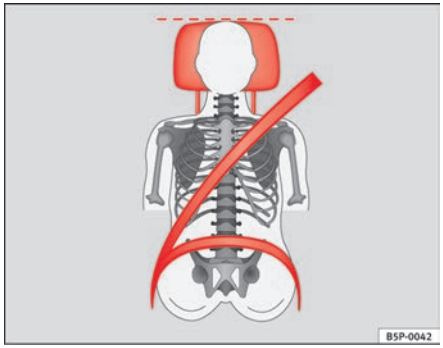
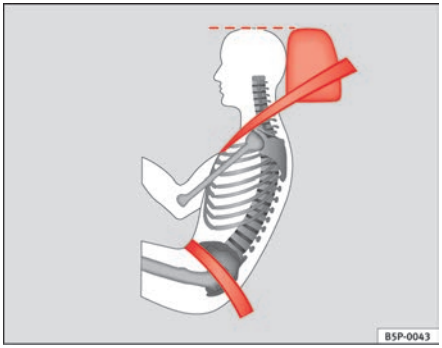

Fig. 88 Front view: head restraints and seat belts correctly adjusted
Fig. 89 Side view: head restraints and seat belts correctly adjusted
– Adjust the head restraint so that its upper edge is at the same level as the top of your head, or as close as possible to the same level as the top of your head and, as a very minimum, at eye level ⇒ fig. 88 and ⇒ fig. 89.